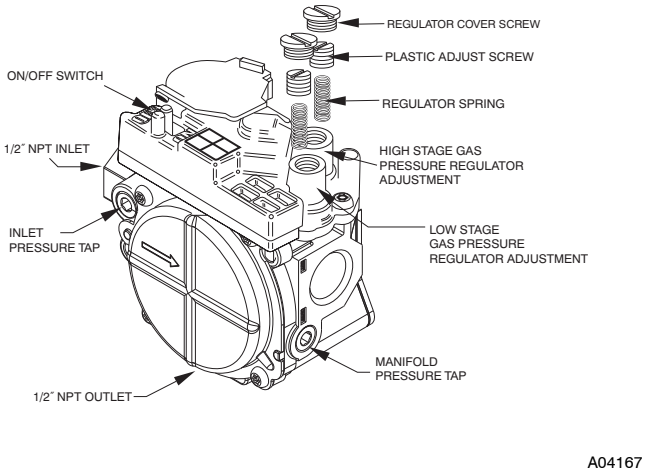

Fig. 13 - Two-Stage Gas Valve (208/230 VAC Models)
1. Remove regulator cover screw(s) over plastic adjustment screw(s) on gas valve (see Fig. 13).
2. Turn the high stage plastic adjustment screw clockwise to increase gas input and counterclockwise to decrease input (see Fig. 13). Manifold pressure must be between 3.2 and 3.8 IN. W.C. for high stage.
3. Replace high stage regulator cover screw on gas valve (see Fig. 13).
4. Turn the low stage plastic adjustment screw clockwise to increase gas input and counterclockwise to decrease input (see Fig. 13). Low stage manifold pressure must be between 1.4 and 2.0 IN. W.C.
5. Replace low stage regulator cover screw(s) on gas valve (see Fig. 13).